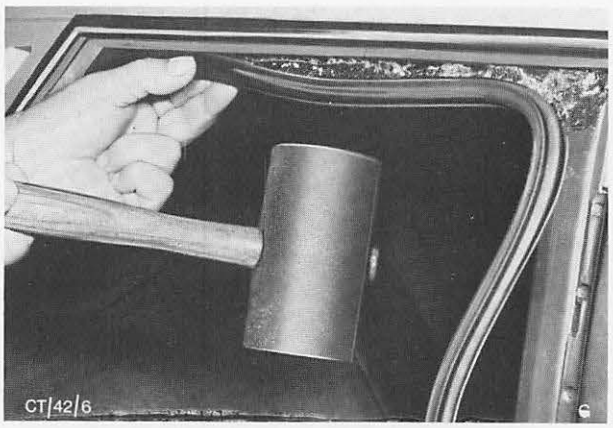

Abb. 15 Anbringen des Dichtstreifens durch leichte Schläge mit einem Gummihammer.
4. Dichtstreifen am Blechflansch anbringen, Abb. 15